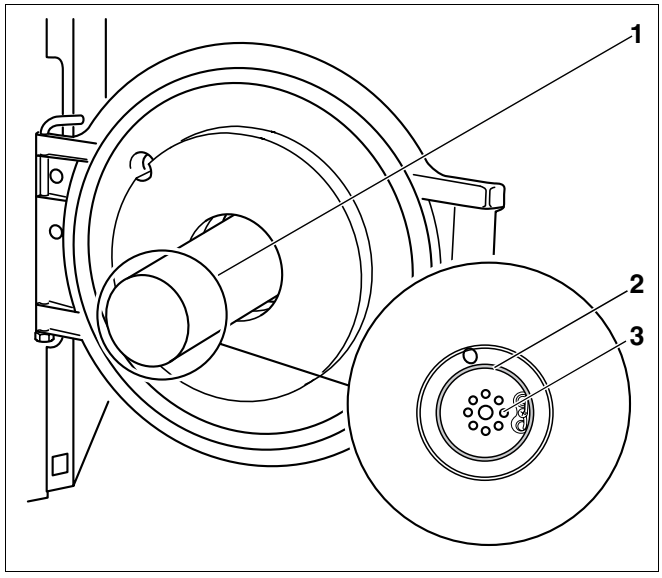

Fig. 26 Controllare la corretta posizione dell'anello di tenuta
- Controllare la posizione corretta attraverso la parte interna della porta del bruciatore, guardando nel boccaglio (fig. 26, **pos. 1**).
- Se il sistema di miscelazione (fig. 26, **pos. 3**) e la guarnizione (fig. 26, **pos. 2**) sono nella posizione corretta, si può chiudere la porta del bruciatore e fissare le viti della porta del bruciatore.